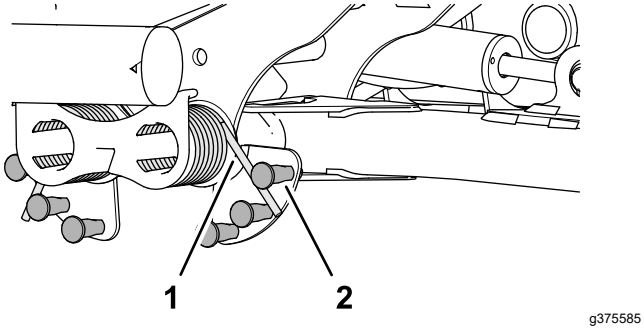

Figuur 84
2. Steek de veer van het tegengewicht met het lange uiteinde in een buis of gelijkaardig voorwerp, en draai de veer rond de kraagbout in de gewenste stand (Figuur 84).